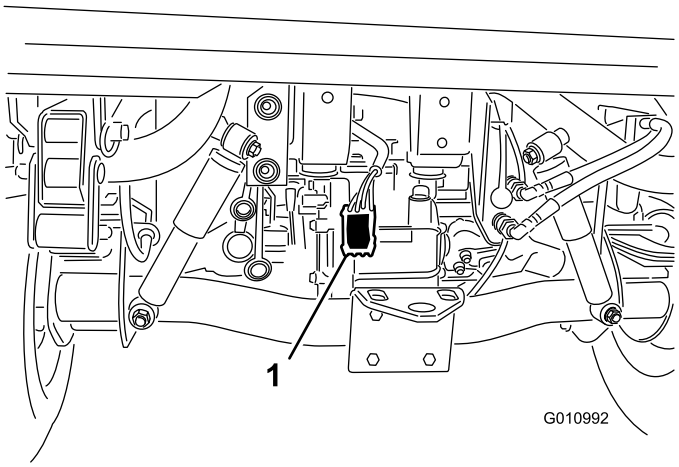

Figuur 7
4. Leid de kabelboom langs de kabelboom van het hoofdvoertuig naar de achterzijde van het voertuig (Figuur 7).